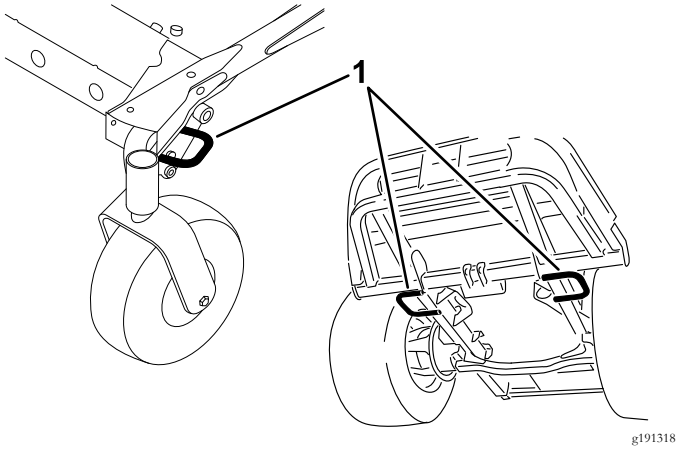

Figur 29
5. Använd fästöglorna på maskinen för att säkra den på släpvagnen eller lastbilen med hjälp av spännband, kedjor, vajrar eller rep (Figur 29).